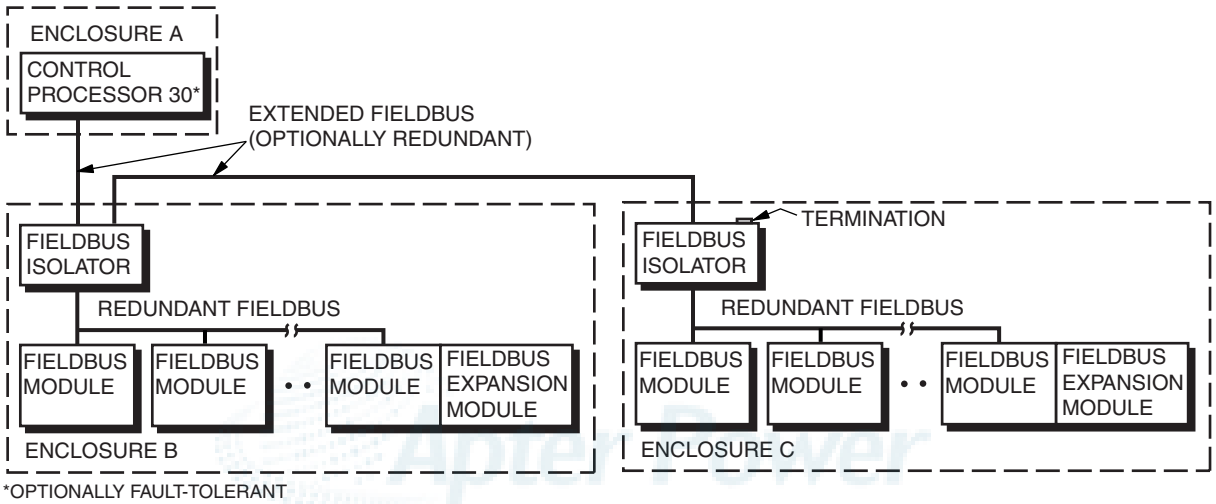

Figure 2. Twinaxial Fieldbus Extension (Typical Configuration)
- Twinaxial (Dual-Conductor Coaxial) Fieldbus Extension (Figure 2) - Using twinaxial cable, the Fieldbus can optionally extend outside of the enclosure and can be up to 1800 m (6,000 ft) in length. Up to 64 Fieldbus Modules (excluding expansion modules) attach to the extended bus through Fieldbus Isolators. (Up to 24 Fieldbus Modules, excluding expansion modules, can connect to each isolator.) The twinaxial Fieldbus extension may be redundant.
2. CONNECTION OF THE FIBER ISOLATORS TO THE FIELDBUS MODULES (FBMs) IS SIMILAR TO THAT SHOWN IN FIGURE 2.
3. ANY TWINAXIAL FIELDBUS SEGMENT CAN BE EXTENDED TO SERVICE FBMs IN ANOTHER ENCLOSURE. (TWINAXIAL CABLING BETWEEN ENCLOSURES IS SHOWN IN FIGURE 2.)